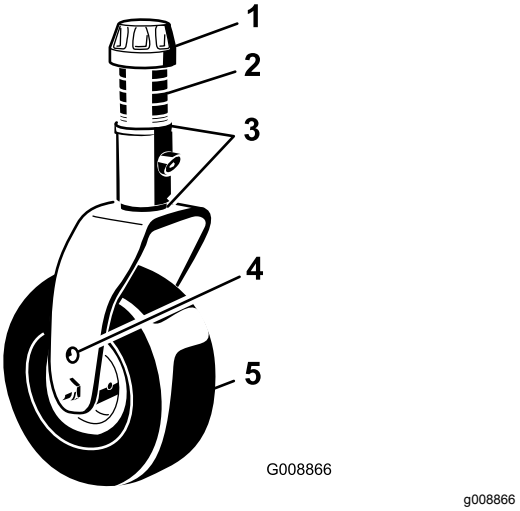

Figuur 17
4. Verwijder het klemkapje van de spilas en schuif de as uit de zwenkwielarm (Figuur 17).